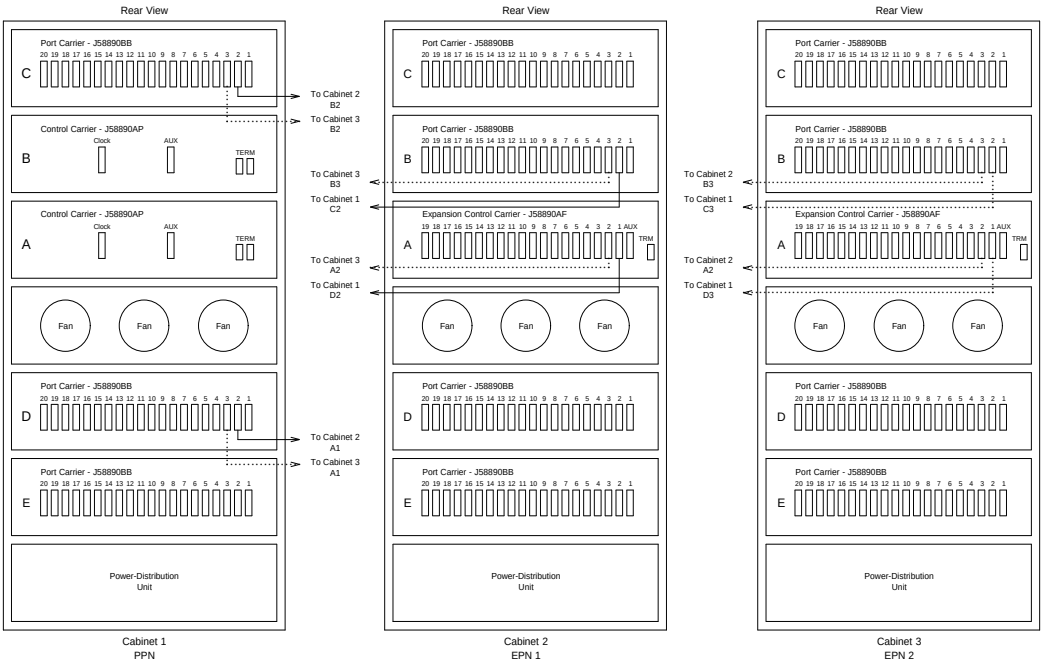
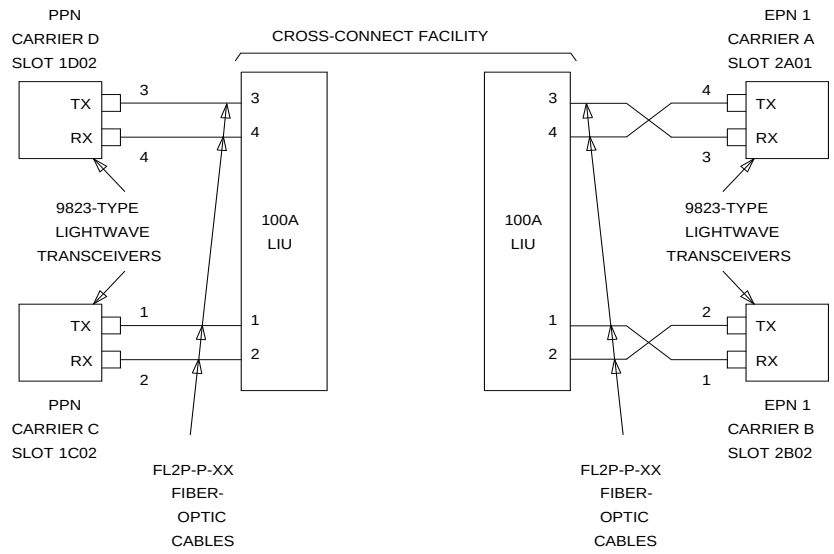
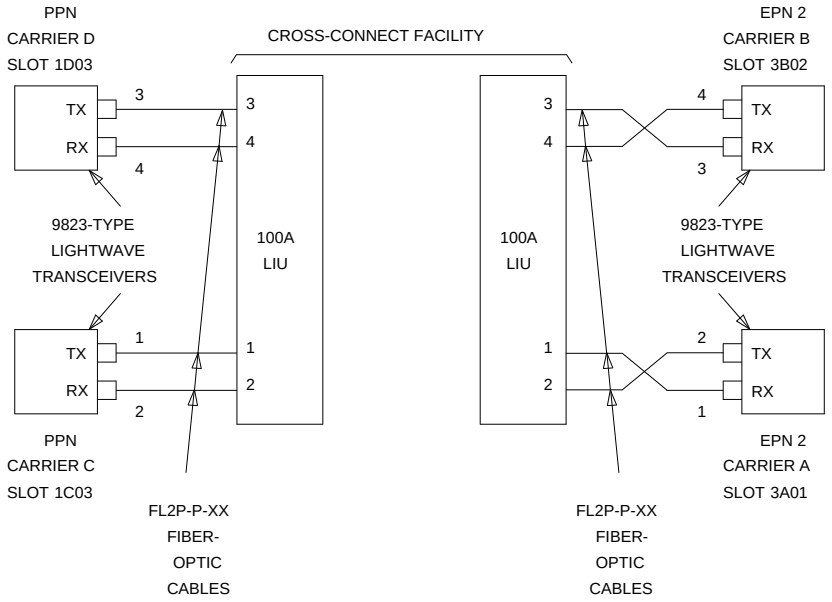
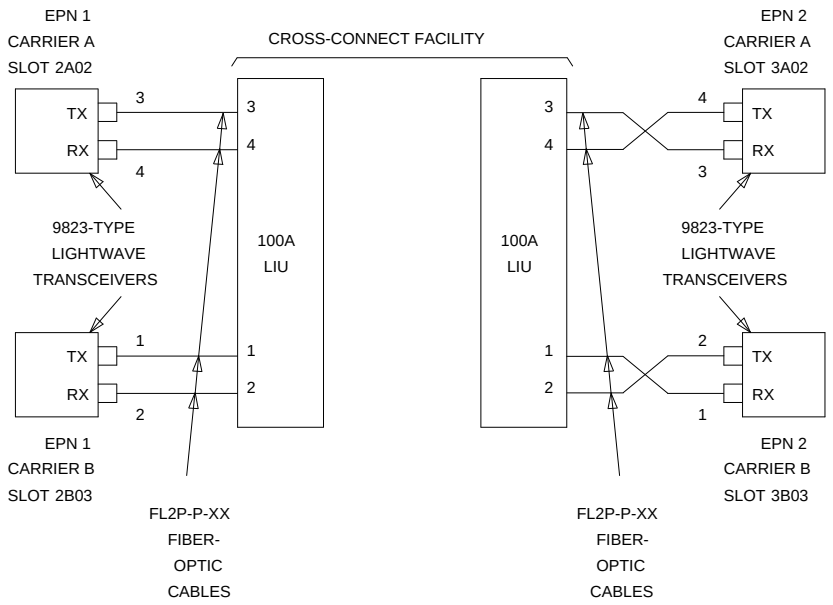

Figure 6-53. Critical-Reliability G3r V4 with Two or Three Port Networks
Figure 6-54. Fiber-Optic Connections PPN to EPN1
Figure 6-55. Fiber-Optic Connections PPN to EPN2
Figure 6-56. Fiber-Optic Connections EPN1 to EPN2
1. Behind port carrier C of PPN cabinet 1 (see Figure 6-53, Figure 6-54, Figure 6-55, and Figure 6-56):